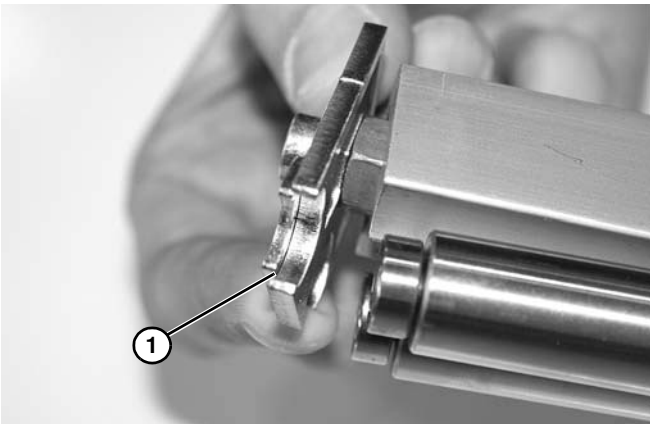

Figure 66
6. Retirer la plaque d'extrémité extérieure et intérieure **(Figure 66, élément 1)**.